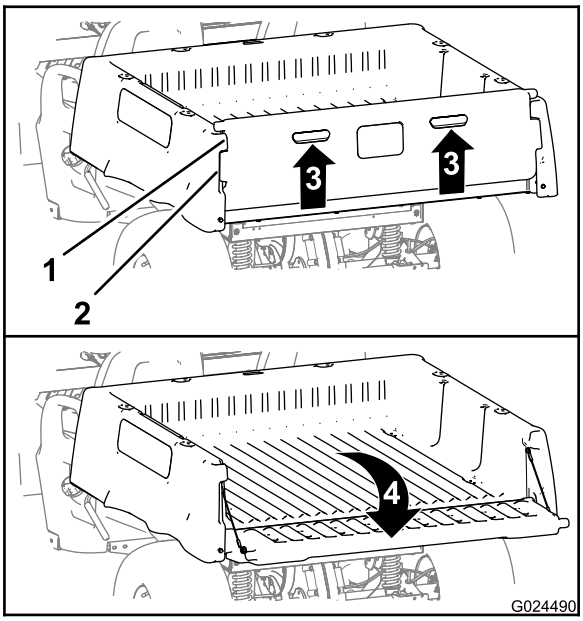

Figur 13
2. Løft op i fingertrækket på bagklappens bagpanel (Figur 13).
3. Ret låseflangerne på bagklappen ind efter åbningerne mellem bagklappens flanger på ladet (Figur 13).
4. Drej bagklappen bagud og nedad (Figur 13).
6. Drej bagklappen opad og fremad, indtil låseflangerne på bagklappen er i niveau med bagklappens fordybning i ladet (Figur 13).
7. Sænk bagklappen, indtil den befinder sig bagest på ladet (Figur 13).